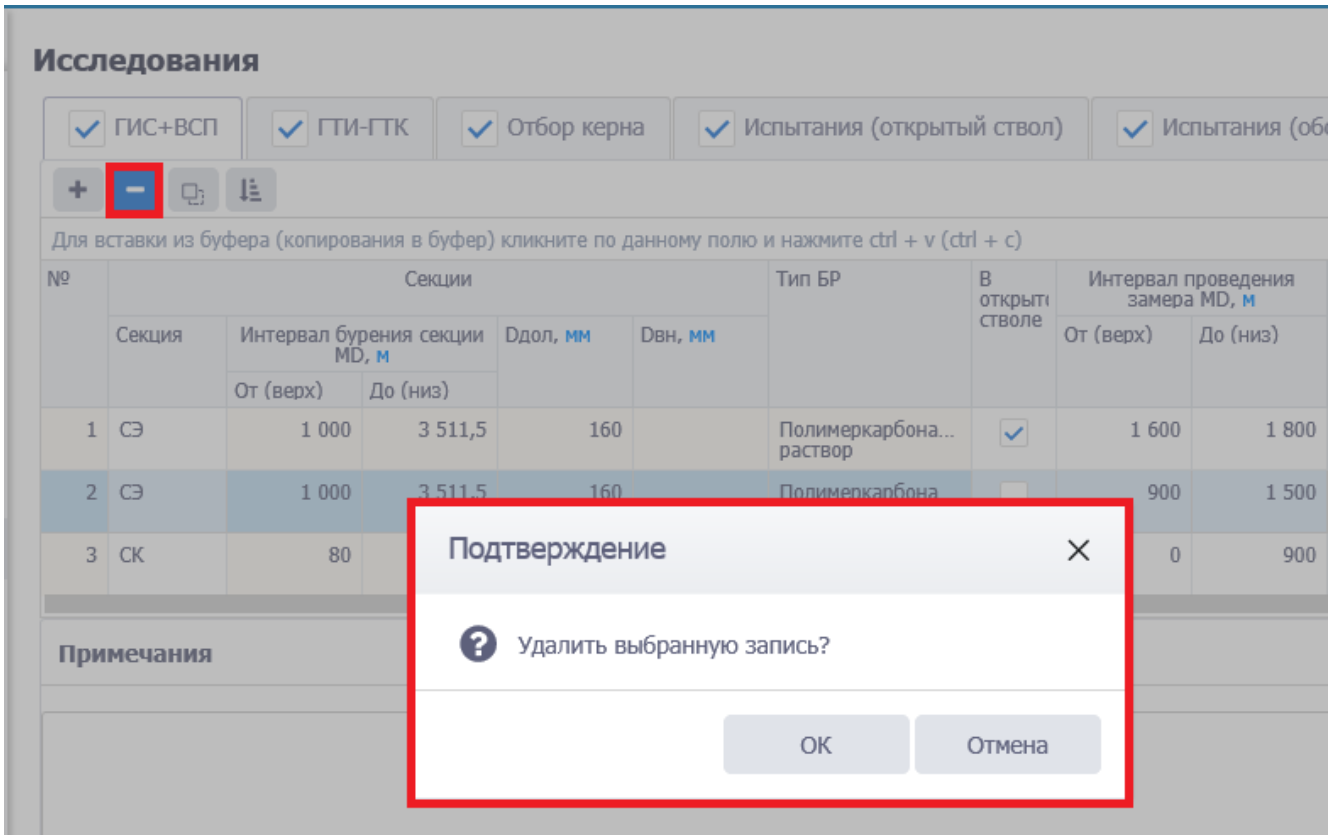

Рис. 3.163
- удалить. Для удаления нужно выделить строку, нажать кнопку и подтвердить удаление (рис. 3.163).